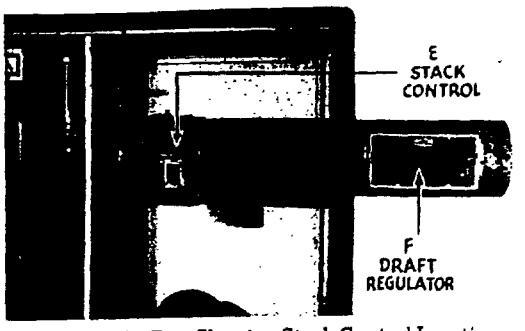

FIG. 5—Smoke Pipe Showing Stack Control Location Within and Draft Regulator Outside of Cabinet
DRAFT REGULATOR—See Fig. 5
1. Adjust the Draft Regulator "F" (Fig. 5) to provide about .02" draft over the fire. Use a DRAFT GAUGE.